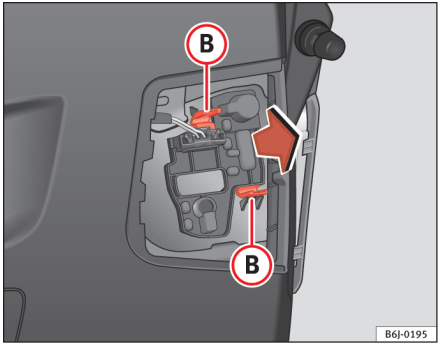

Fig. 153 Afmontering af pærefatning
– Træk pærefatningen ud ved at trykke clipsene (B) ⇒ fig. 153 ind.